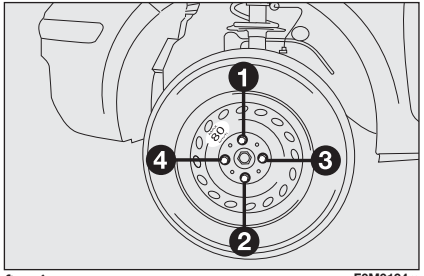

fig. 6 F0M0194m
- ❒ use the wrench provided to fasten the bolts completely in a criss-cross fashion as per the order illustrated in **fig. 6**;